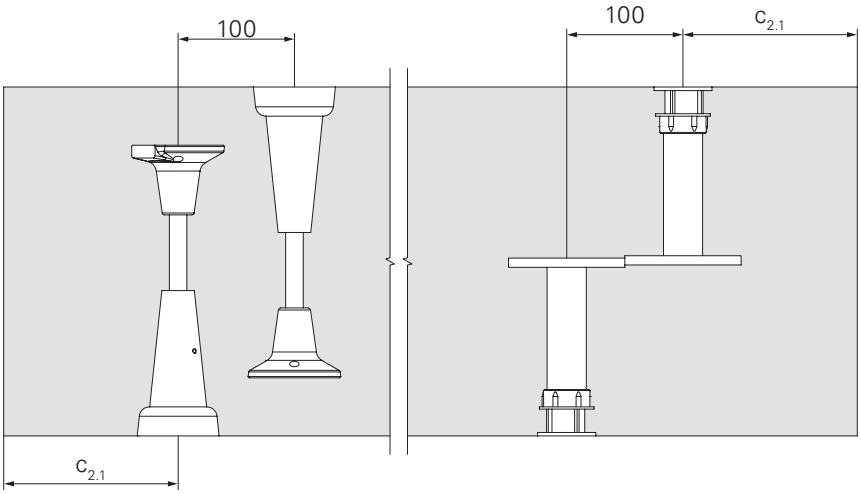

Abb. A2.02
- Wenn $h_1 + h_2 > D$: Verankerungen versetzt anordnen (Abb. A2.02 und A2.03).